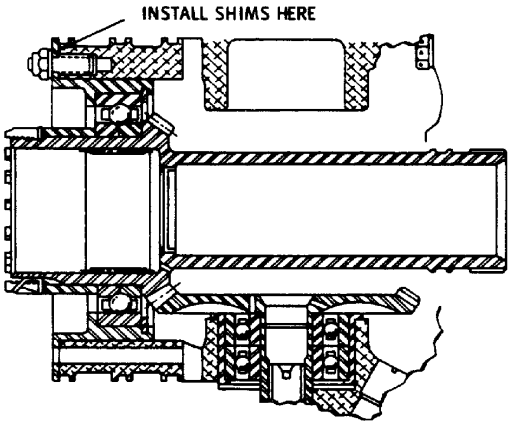

Figure 15. Compressor Extension Shaft Shim Location
c. Dimension B is the studding housing (3) dimension. It is marked on the rear face recess at the oil holes.
e. Place correct number of shim(s) (16) on the shaft (1). (See figure 15.)